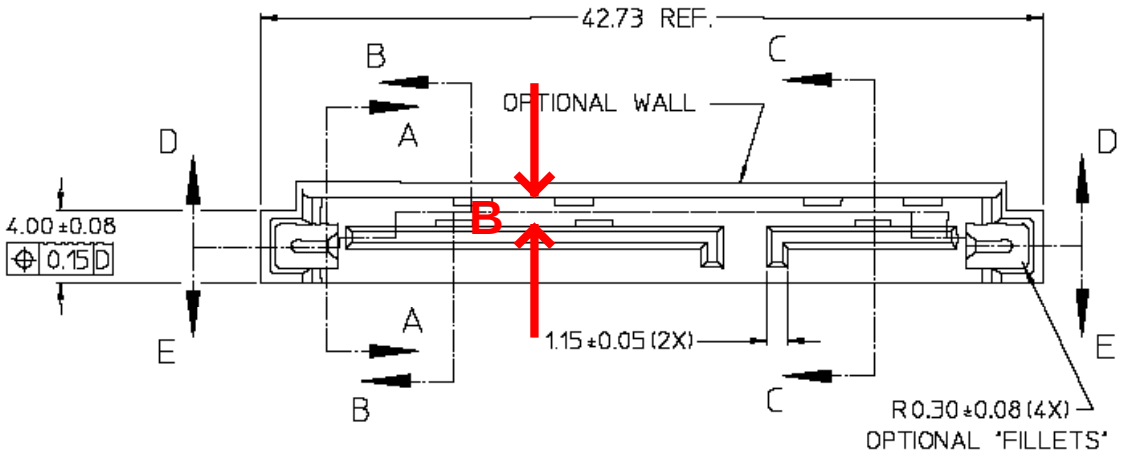

Figure 26
Measurement B: If the "Optional Wall" of Figure 28 from Reference [1] is present than the distance from the device plug tongue to the wall shall be 1.58 +- 0.08 mm. If the "Optional Wall" of Figure 28 from Reference [1] is not present than there shall be a minimum of a 1.5 mm keep out zone from Datum A of Figure 26 from Reference [1] to the nearest obstruction.
1. Using the inside measurement jaws of the calipers measure the distance between the device plug tongue and the Optional Wall or nearest obstruction, as indicated in Figure 26 below. Perform a measurement sweep along the length of the connector, not just in one place. This will account for any variations in the connector. Record the worst-case measured value as *B.*